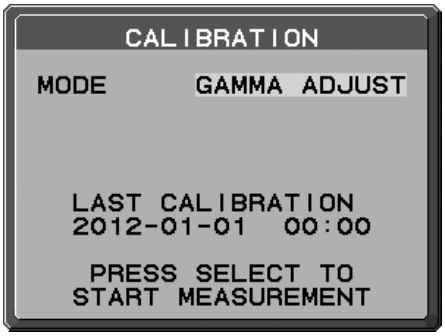

Figure 1
2. Sélectionnez REGLAGE GAMMA pour le MODE de sélection (**Figure 1**).